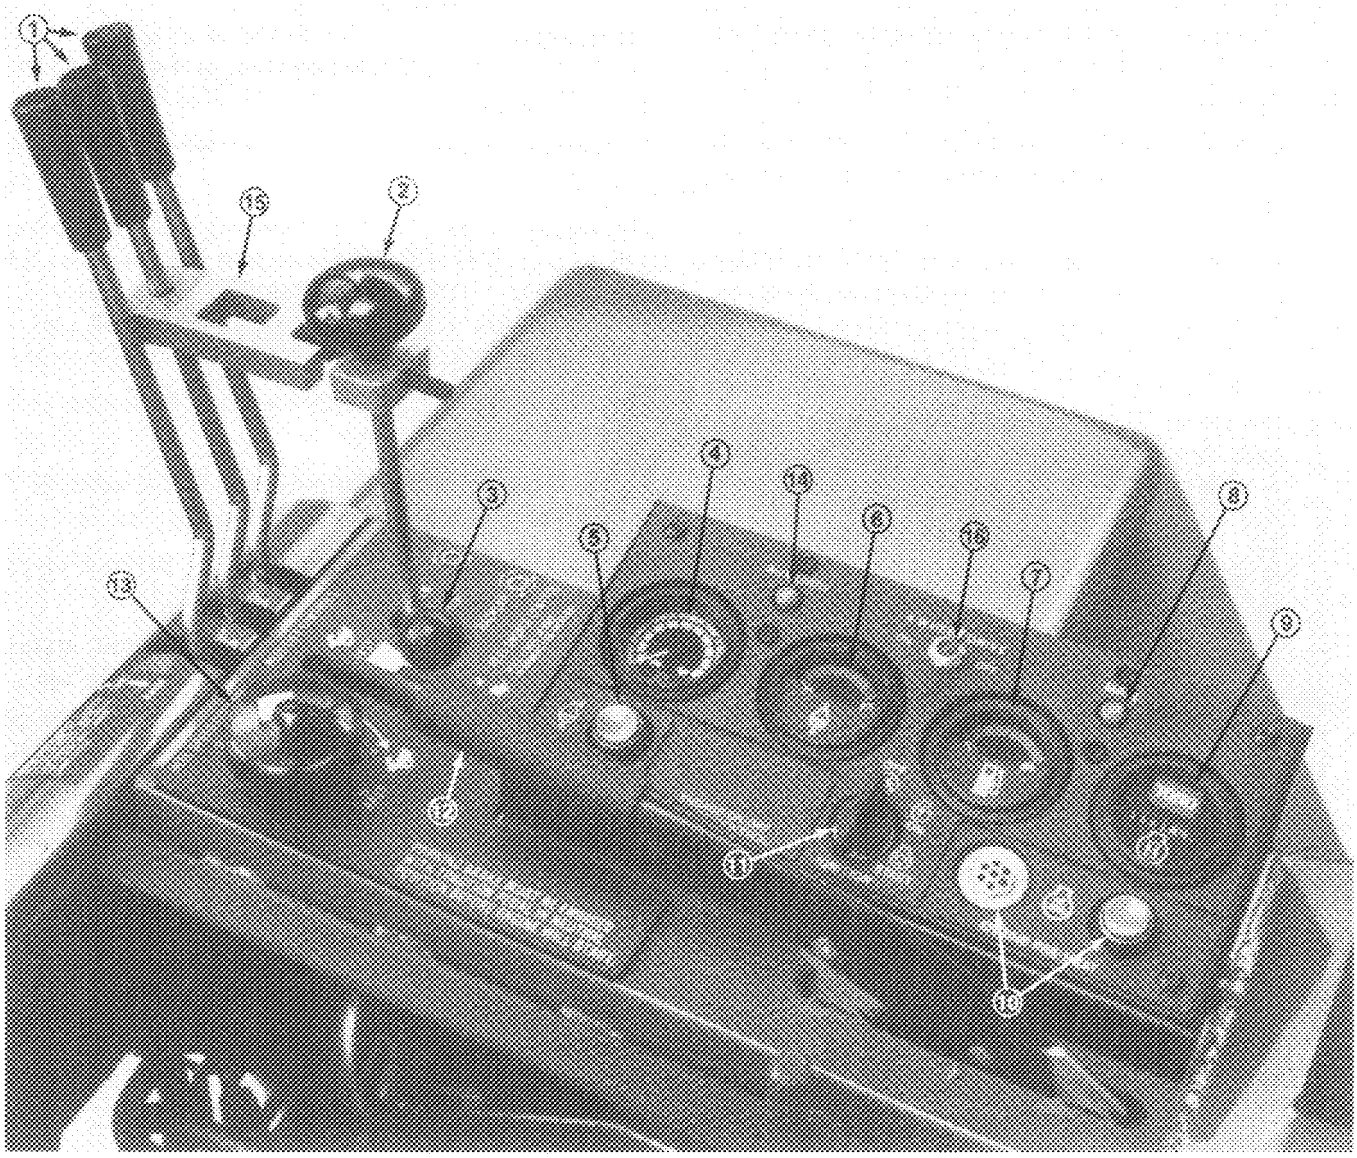

Figure 11
Cutting Unit Lift Controls (Fig. 11) – The two outside levers raise and lower the two outside cutting units. The center lever raises and lowers the two front and the center cutting units. Engine must be running to lower cutting units. When cutting units are lifted, reels automatically stop. Do not allow levers to snap–back to neutral, or cutting units may not float freely.
Speedometer (Fig. 11) – Indicates ground speed of machine. Use in conjunction with the ground speed limiter and reel speed control to achieve appropriate rate of clip.
Cross Cut Link (Fig. 11) – Used in conjunction with center cutting unit lift lever and Mow/Backlap lever when cross cutting turf.
Coolant Temperature Gauge (Fig. 11) – Indicates temperature of system coolant.
Engine Override Button (Fig. 11) – When button is depressed, engine can be operated after it has over heated and automatically been stopped by the electrical safety system. Use only for short intervals.
Fuel Level Gauge (Fig. 11) – Indicates amount of fuel in tank.
Circuit Breakers (Fig. 11) – The main circuit breaker (40 amp) protects the main engine electrical circuits and options, such as headlights. The auxiliary breaker (10 amp) protects wiring for the indicator lights, switches and so forth. Push button to reset breakers.
Hour Meter (Fig. 11) – Indicates total hours that machine has been operated.
Engine Preheat Indicator (Fig. 11) – Burns brightly when glow plugs are heated sufficiently.
Engine Preheat Switch (Fig. 11) – For cold starts, push and hold switch until indicator glows brightly.
Key Switch (Fig. 11) – Three positions: OFF, ON and START. Rotate key to START and release key when engine begins running. To stop engine, rotate key to OFF.
Parking Brake Lever (Fig. 11) – Pull lever up to lock brake. To release brake, pull up on lever, press button and lower lever. Brake must be engaged to start engine. Always engage parking brake before getting off seat.
Mow–Backlap Lever (Fig. 11) – Move lever forward to engage cutting units. Move lever to the center to stop the cutting units. To backlap cutting units, lift lever over stop and hold in the rear position.
Reel Speed Control (Fig. 11) – Rotate knob clockwise to increase reel speed, counter–clockwise to decrease speed. Use in conjunction with the ground speed limiter to achieve appropriate rate of clip.
Throttle Control (Fig. 11) – Move control forward to increase engine speed, backward to decrease speed.
4 Wheel Drive Switch (Fig. 11) – (4 wheel drive models only) Move switch forward to engage 4 wheel drive. Move switch to rear position to disengage 4 wheel drive.
1. Sit on the seat, keep foot off traction pedal. Assure parking brake is engaged (Fig. 11). Traction pedal and mow/backlap lever must be in neutral.
2. If engine or air temperature is below 45° – 50° F (7° – 10° C), press and hold engine preheat switch in until indicator burns brightly (Fig. 11). Then release switch and proceed to step 3 to start engine.
3. Move throttle to SLOW and turn ignition key to START (Fig. 11). Release key when engine starts.
Warning System – If a warning light comes on during operation, stop the machine immediately and correct the problem before continuing operation. Serious damage could occur if the machine is operated with a malfunction. For short intervals, however, the emergency engine override button (Fig. 11) can be used to operate the engine if it stops because of overheating.